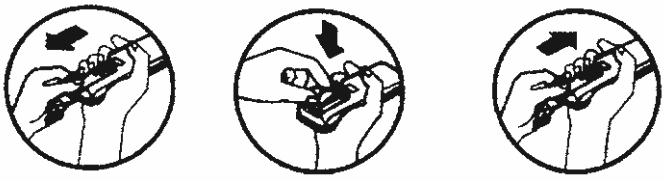

Рисунок 6 - порядок замены батареек в пульте дистанционного управления
• Для извлечения батареек при замене, необходимо сдвинуть крышку пульта управления в направлении стрелки (см. рис. 6), извлечь батарейки и вставить новые, после чего установить крышку на место.